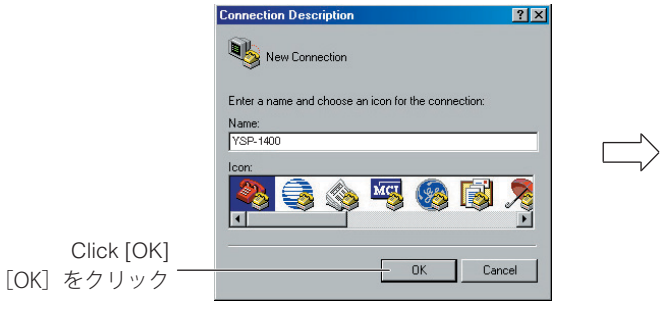

Fig. 4
The "Connection Description" screen appears. (Fig. 4)
2. Enter "YSP-1400", and click [OK]. (Fig. 4)
"接続の設定" 画面が表示されます。(Fig. 4)
2. "YSP-1400" を入力し、［OK］をクリックします。(Fig. 4)